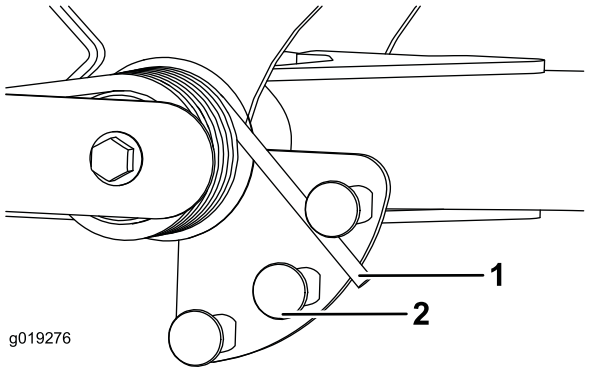

Rysunek 40
2. Nałóż na długi koniec sprężyny tuleję lub podobny przedmiot i obróć ją na siłowniku sprężyny od wymaganego położenia (Rysunek 40).
3. Odciążając sprężynę, odkręć śrubę i nakrętkę zabezpieczającą mocujące siłownik sprężyny do wspornika (Rysunek 40).